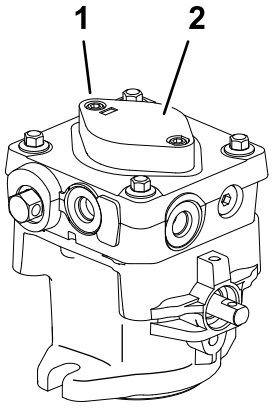

Figuur 52
7. Om de laadpomp voor te vullen, draait u twee tapbouten met zeskantkop (Figuur 52) 1-1/2 slag los. Zorg ervoor dat de motor niet loopt. Breng de behuizing van de laadpomp omhoog en wacht tot er een gestage stroom olie onder de behuizing uit loopt. Draai de tapbouten weer vast. Doe dit bij beide pompen.